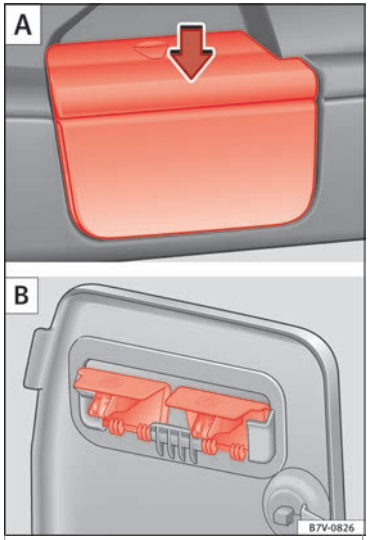

Bild 165 Ta bort hyllstöden A och lägg undan dem på säker plats B.
- Demontera hyllan från fästet i sidobeklädnaden ››› **bild 165 A**. För att göra detta trycker du hyllan uppåt (se pilen) och tar ut den.
- Öppna förvaringsfacket i inklädnaden på vänster sida ››› **sidan 160** och haka i hyllan baktill på fackets lucka ››› **bild 165 B**.